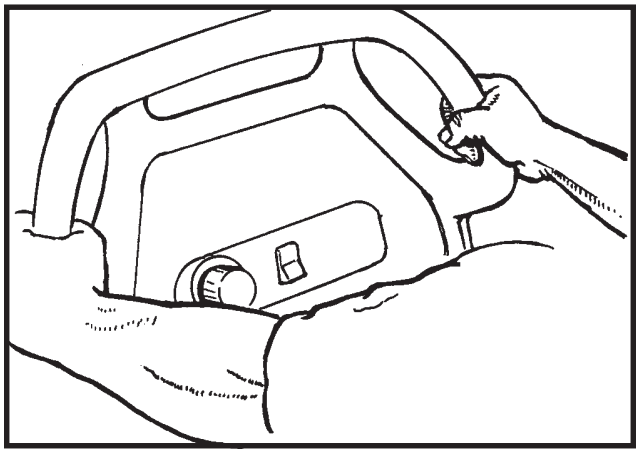

Abbildung 8
5. Den Bedienungsgriff, wie auf Abbildung 8, ersichtlich halten.